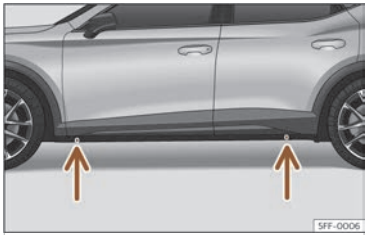

Fig. 227 Punts de suport del gat.
- Cerqueu al llarguer la marca del punt de recolzament del gat (zona enfonsada) més proper a la roda a canviar ››› **fig. 227**.